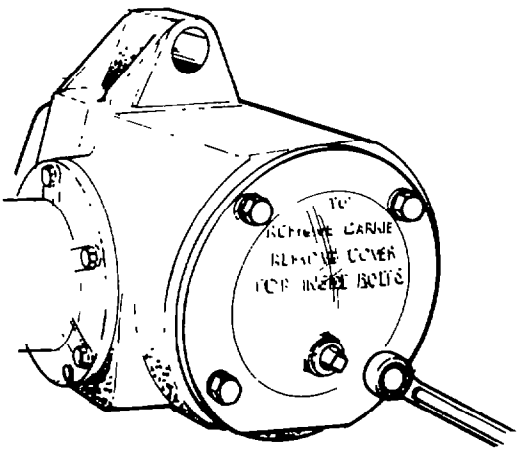

Fig. 280 — Removing Carrier Side Cover Bolts
a. Remove the retaining bolts from the carrier side cover and remove the cover (see fig. 280).